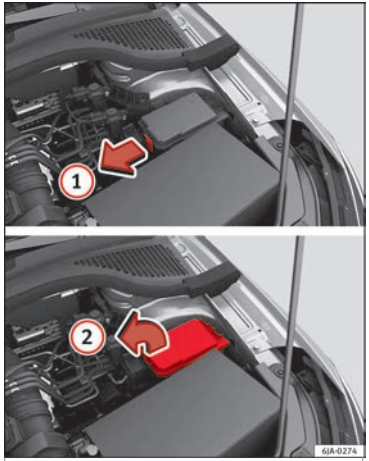
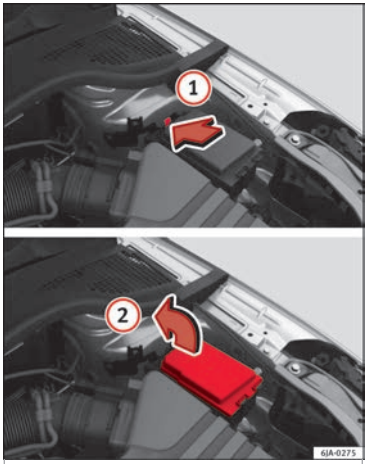

Fig. 87 In the engine compartment: fuse box cover - 1st variant »
Fig. 88 In the engine compartment: fuse box cover - 2nd variant
- Press lid locking clip upwards in the direction of the arrow (1) ››› Fig. 87 o ››› Fig. 88.
- Open the cover in the direction indicated by the arrow (2).